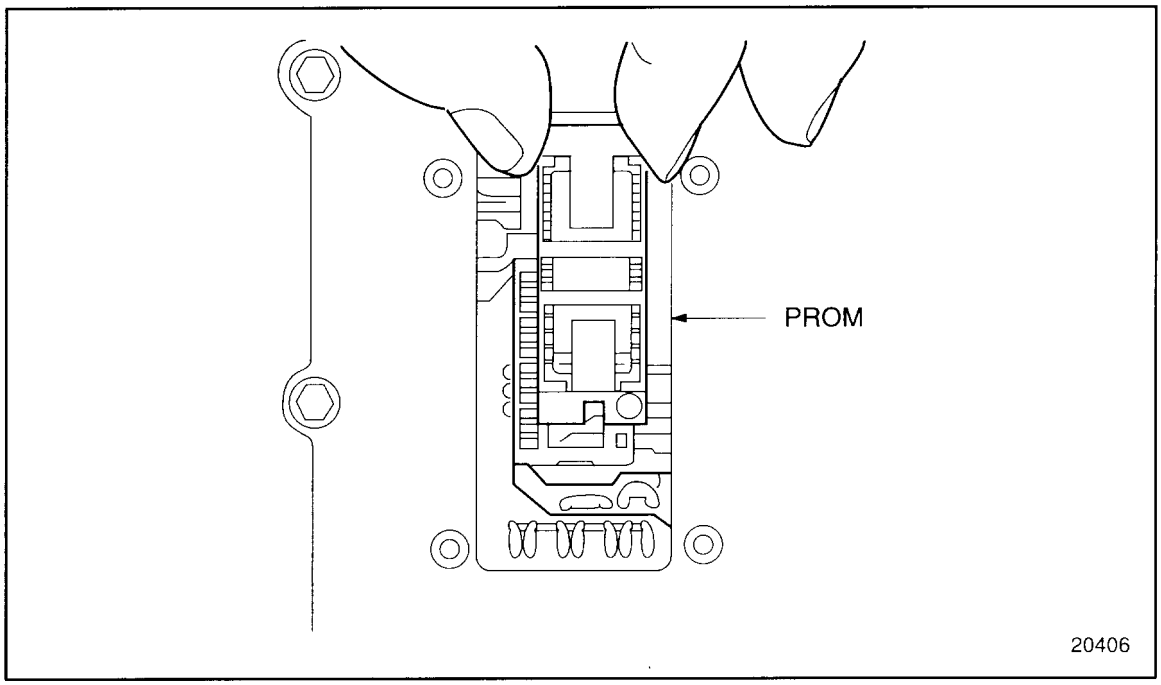

Figure 2-112 Indexing PROM for Installation
2. Position the new PROM and carrier squarely over the PROM socket with the small notched end of the carrier aligned with the narrow tab on the socket. The numeral one in a circle at the lower right corner of the PROM carrier should be installed in the same position as the numeral one located on the socket. See Figure 2-112.